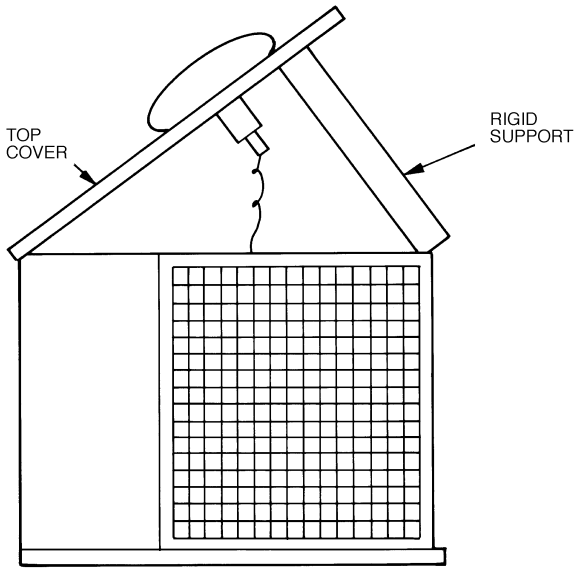

Fig. 23 — Pivot and Support Top Cover
2. Remove screws holding rear corner posts and top cover in place. Pivot top cover up 12 to 18 in. (305 to 457 mm) and support with a rigid support. See Fig. 23.
2. Remove screws holding rear corner post and top cover in place. Pivot top cover up 12 to 18 inches (305 to 457 mm) and support with a rigid support. See Fig. 23.